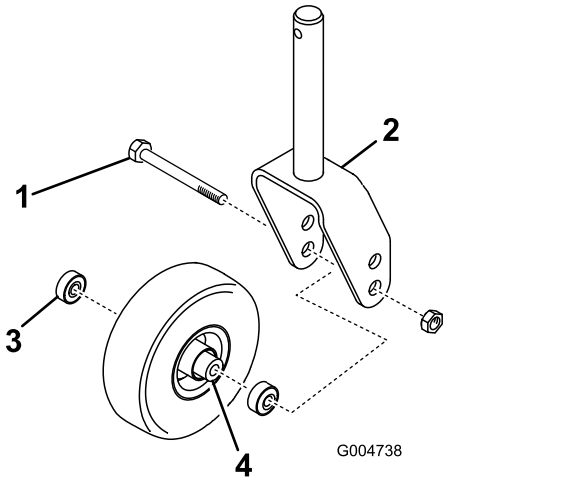

Figur 108
1. Lossa låsmuttern från den skruv som håller fast svänghjulet mellan hjulgaffeln eller svänghjulsarmen (Figur 108).
2. Fatta tag i svänghjulet och skjut ut skruven ur gaffeln eller svängarmen (Figur 108).
3. Ta bort lagret från hjulnavet och låt lagerdistansbrickan ramla ut (Figur 108).
4. Ta bort lagret från hjulnavets motsatta sida (Figur 108).